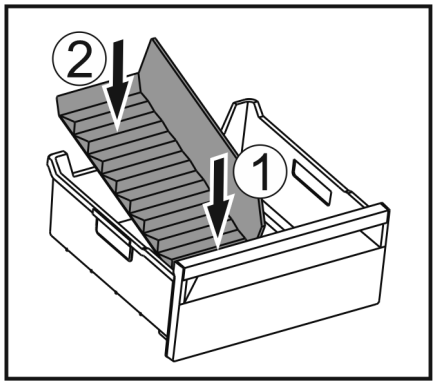

Fig. 222
▶ Installer la partie avant du séparateur de congélateur. *Fig. 222 (1)*
▶ Abaisser la partie arrière du séparateur de congélateur jusqu'au fond du tiroir. *Fig. 222 (2)*